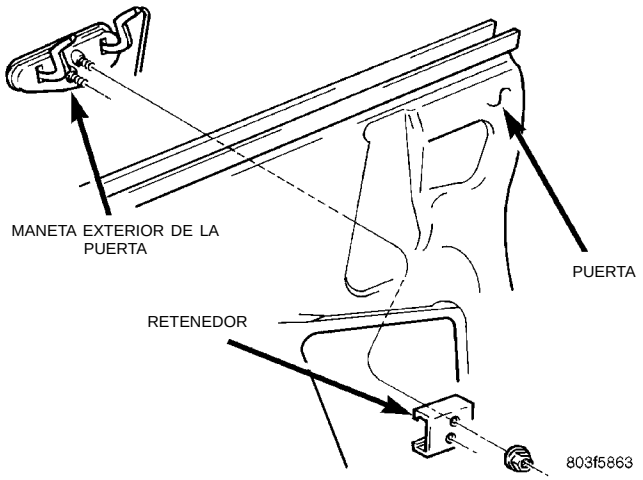

Fig. 28 Maneta exterior de la puerta delantera
(1) Retire el panel tapizado de la puerta y el protector contra el agua.
(2) Cierre el cristal de la puerta.
(3) Desconecte las varillas de bloqueo y del pestillo de éste último.
(4) Retire la tuerca que sujeta el retenedor de la maneta al panel exterior de la puerta (Fig. 28).
(5) Separe el retenedor de la parte trasera de la maneta de la puerta.
(6) Separe la maneta de la puerta del vehículo.